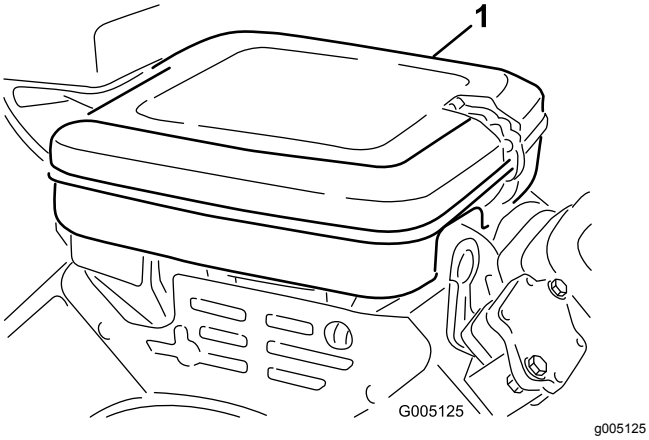

Figuur 28
1. Reinig het luchtfilterdeksel (Figuur 28).